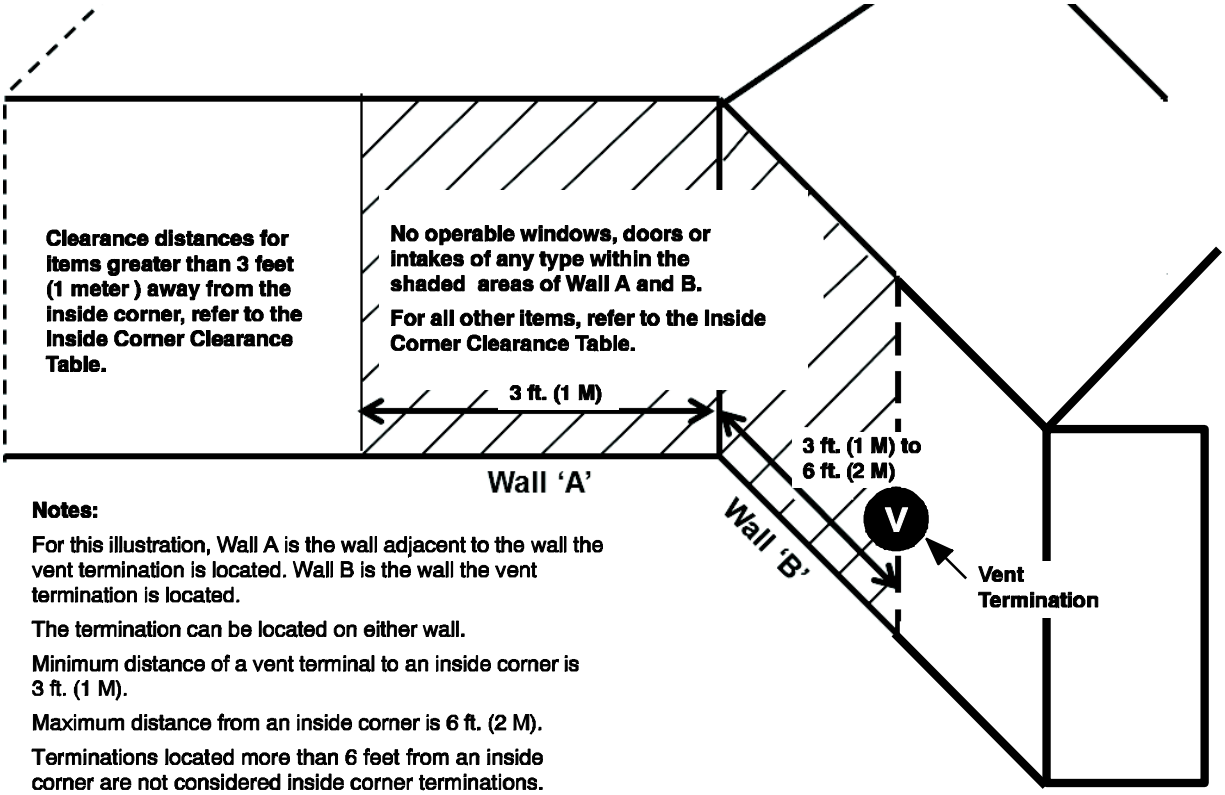

Fig. 46 - Inside Corner Termination
2. The vent termination must be located at least 3 feet from an inside corner and follow the clearance distances in the Inside Corner Termination drawing. See Fig. 46.